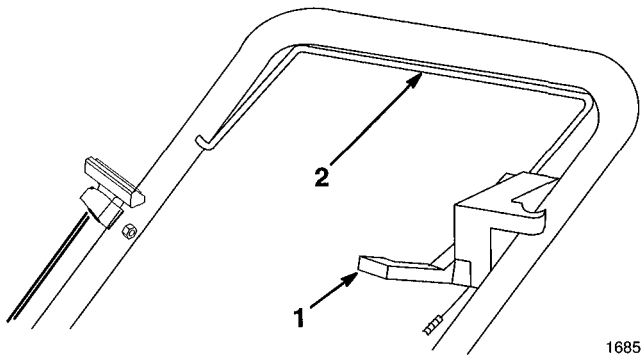

Figure 9
2. SELF-PROPELLED MODELS ONLY–Move traction control lever forward (toward engine) (Fig. 9).
1. Move traction control lever forward (toward engine) and squeeze control bar until it contacts handle (Fig. 9).